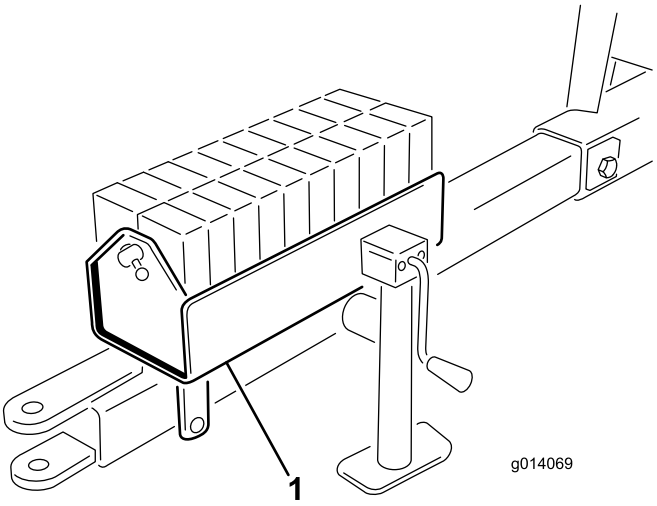

Rysunek 6
5. Wypełnij skrzynię wagową obciążnikami i zamontuj listwę i sworzeń (Rysunek 6).